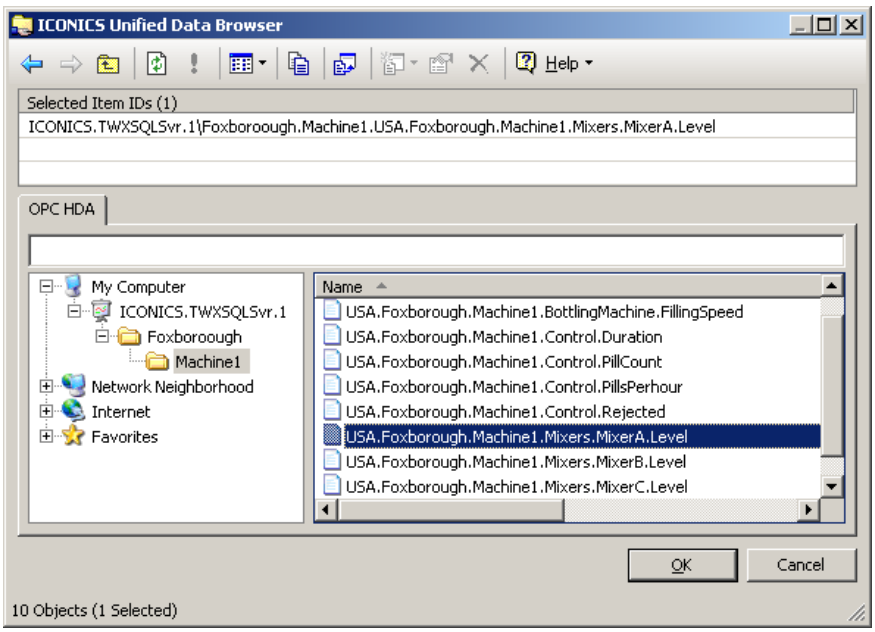

Figure L13.30 - Selecting the Logged Signals
16. Double-click on MixerA.level in the right-hand panel to add it to the Selected Item IDs section, as depicted in Figure L13.30. Click on “OK” to add the OPC HDA tag and return to the Trend Viewer Properties window.